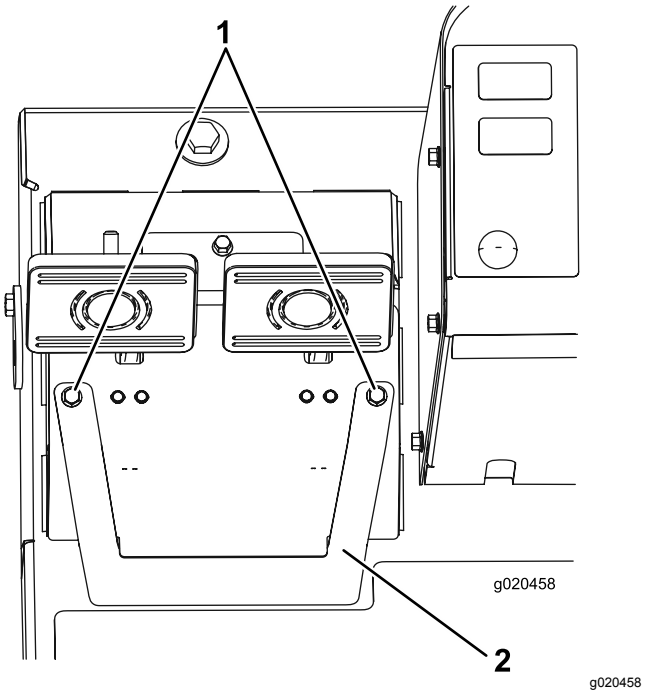

Figur 93
A. Løsne de 2 monteringsskruene og fjern bremsejusteringsdekselet (Figur 93).